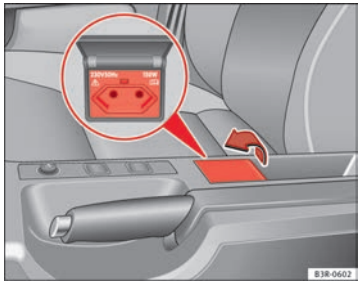

Fig. 135 Centre console: 230 volt socket
– Lift the cover to open ⇒ Fig. 135.